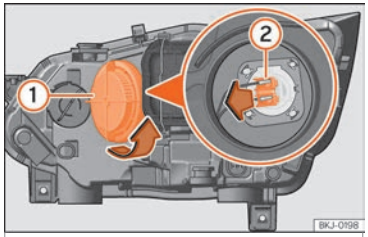

Fig. 51 No compartimento do motor: lâmpada da luz de máximos.
– Rode a tampa (1) para a esquerda e retire-a ››› Fig. 51.
– Retire o conetor da lâmpada (2) puxando para fora.
– Coloque o conector da lâmpada (2).
– Coloque a tampa (1) rodando para a direita.